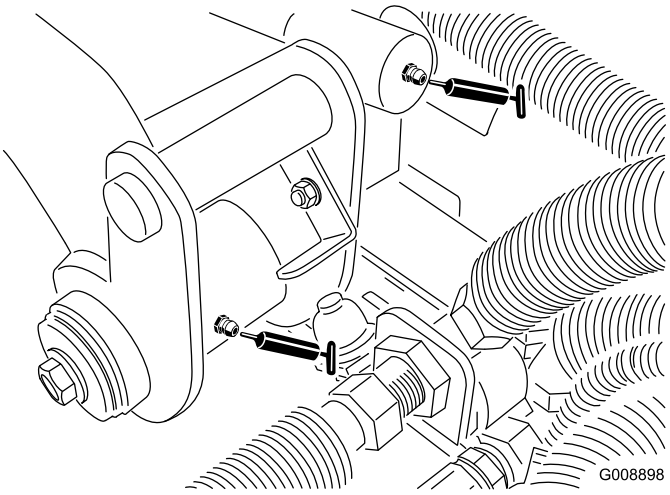

**Figur 54**
- Bageste løftearms drejetap og løftecylinder (2) (Figur 54)